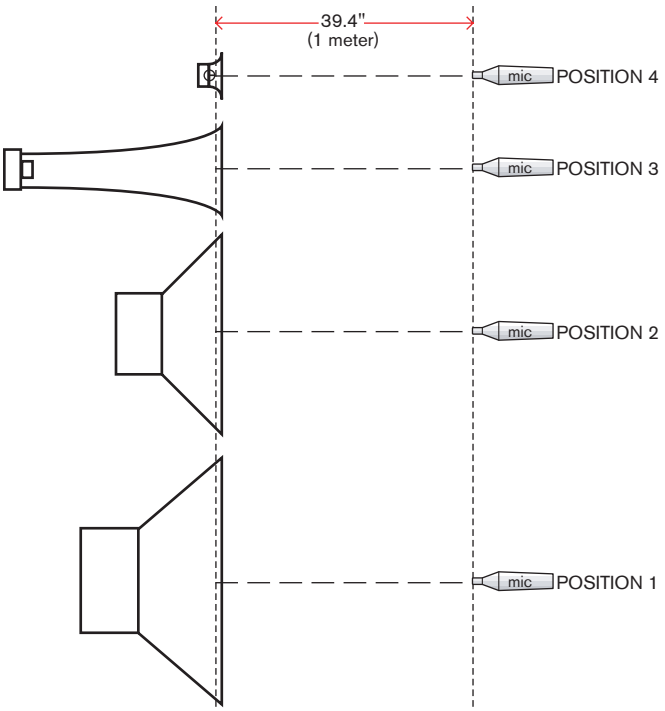

Figure 5. Setting Output Levels with a calibrated mic.
a. Place the RA 30 CAL MIC on axis, 1 meter away from the Low driver as shown in Figure 5, Position-1.
a. Place the RA 30 CAL MIC on axis, 1 meter away from the Low driver as shown in Figure 5, Position 1.
b. Place the CAL MIC on axis at 1 meter (see Figure 5).